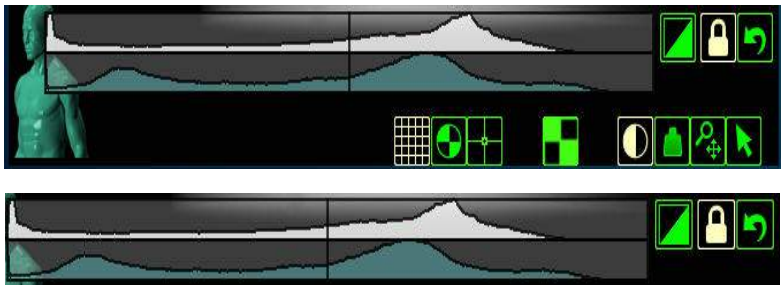

Figura 11 A janela e os níveis de controle mostrando o histograma padrão (superior) e o histograma (inferior) com a janela ajustada e nível
Neste modo de cursor, um histograma representando a distribuição das itensidades de pixel na imagem é exibido na parte inferior da imagem (consulte Figura 11).
- Como alternativa, no histograma, clique e arraste as bordas esquerda e direita do histograma para movê-las para o centro (conforme mostrado em Figura 11, inferior). Arrastando as bordas esquerda e direita do retângulo azul ajusta as configurações da janela e do nível da imagem, mudando assim a faixa exibida das intensidades de píxel.